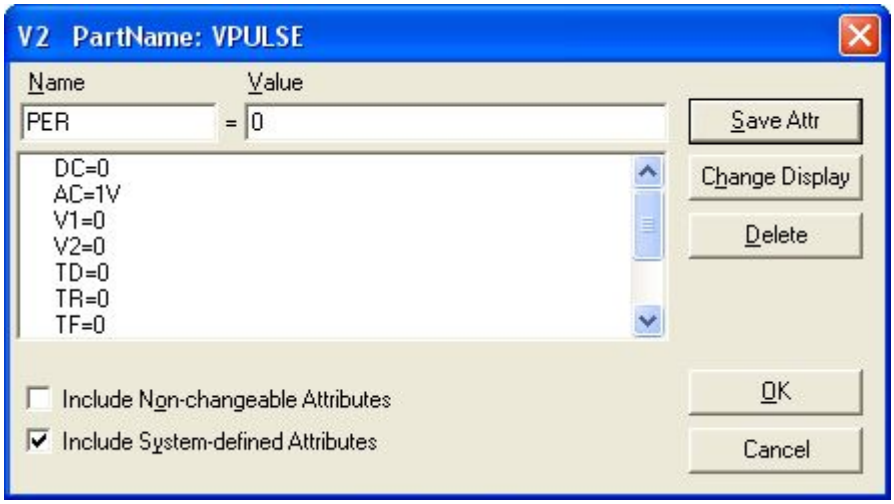

Рис. 12
2. Установим атрибут источника AC = 1. Остальные атрибуты в этом примере нам не понадобятся, и мы установим их нулевыми (рис. 12).